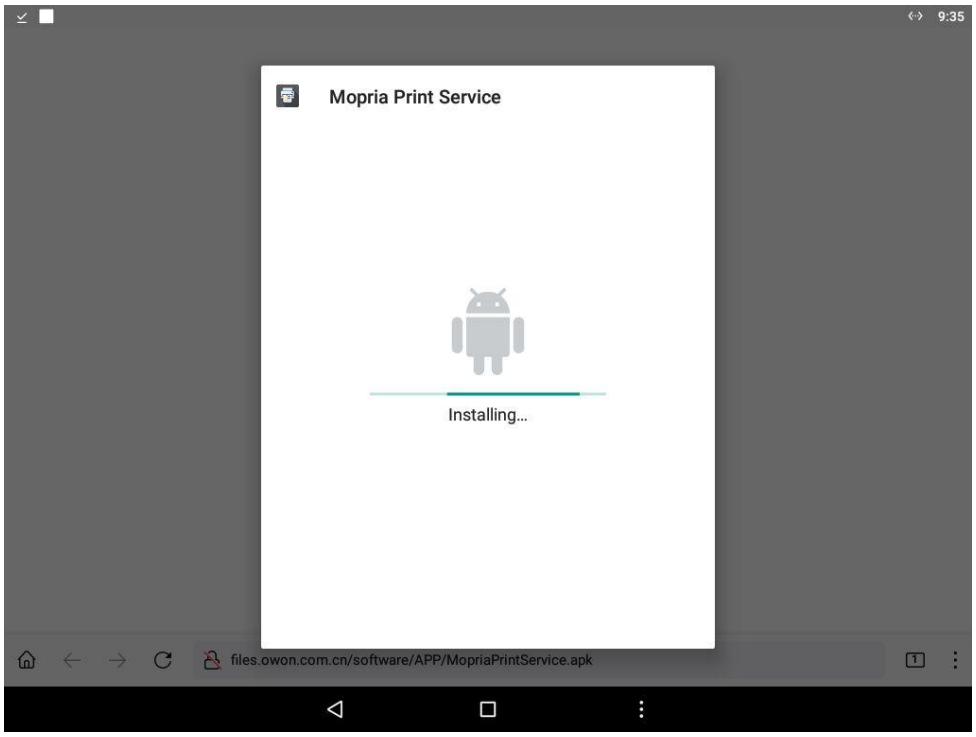

Figure 4
④Software install produce，as shown in Figure 4.